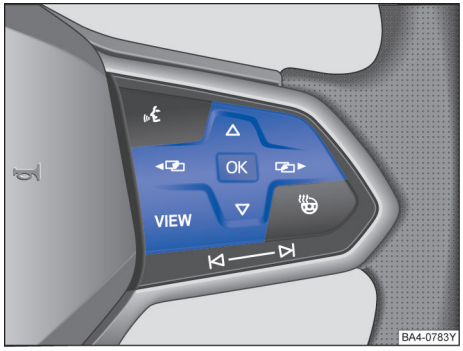

图 19 多功能方向盘右侧：用于操作信息显示器中菜单的按钮 ▶
– 若显示屏显示一条信息或车辆图形符号，按压多功能方向盘上的按钮 OK → 图 19，可能需按数次按钮。
– 如需浏览选择菜单，按压按钮 或 → 图 19
– 如需打开选择菜单里的菜单显示项或信息显示项，按压多功能方向盘上的 OK 按钮→ 图 19，或等待数秒钟，直至系统自动打开菜单或显示信息。
– 在多功能方向盘上按压箭头按钮 或 → 图 19，直到选中所需的菜单项为止。
– 按压多功能方向盘上的 OK 按钮→ 图 19，进行所需更改。✓表示所选的某个特定系统或功能处于激活状态。
– **用多功能方向盘返回：**按压 或 → 图 19 即可返回选择菜单。